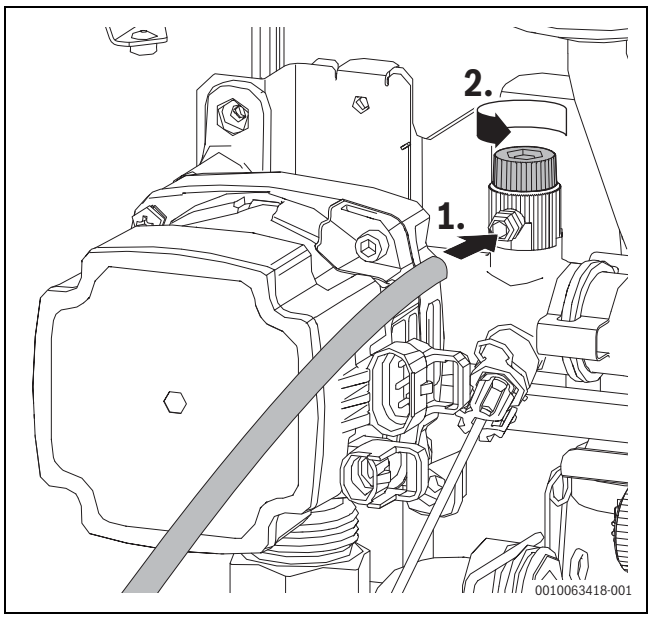

Bild 61 Manuelle Entlüftung der Hybridpumpe
- Anlage manuell über den Entlüfter an der Wärmezelle und der Hybridpumpe entlüften (→ Bild 61 "Manuelle Entlüftung der Hybridpumpe").